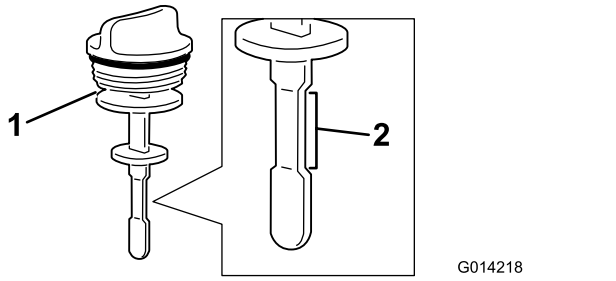

図 108
4. ディップスティックを引き抜いて油量を点検する図 108。